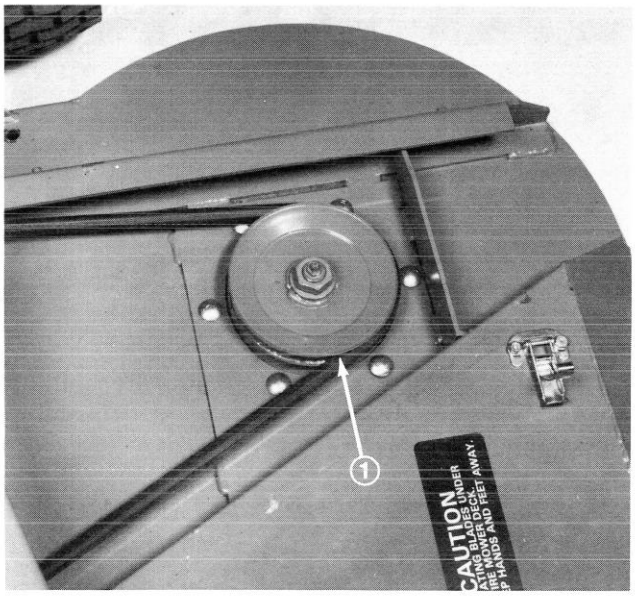

Figure 47
5. Remove six carriage bolts and flange nuts holding spindle housing assembly against cutting unit (Fig. 47). Slide spindle housing assembly out bottom of cutting unit. Note position of any spindle shims.